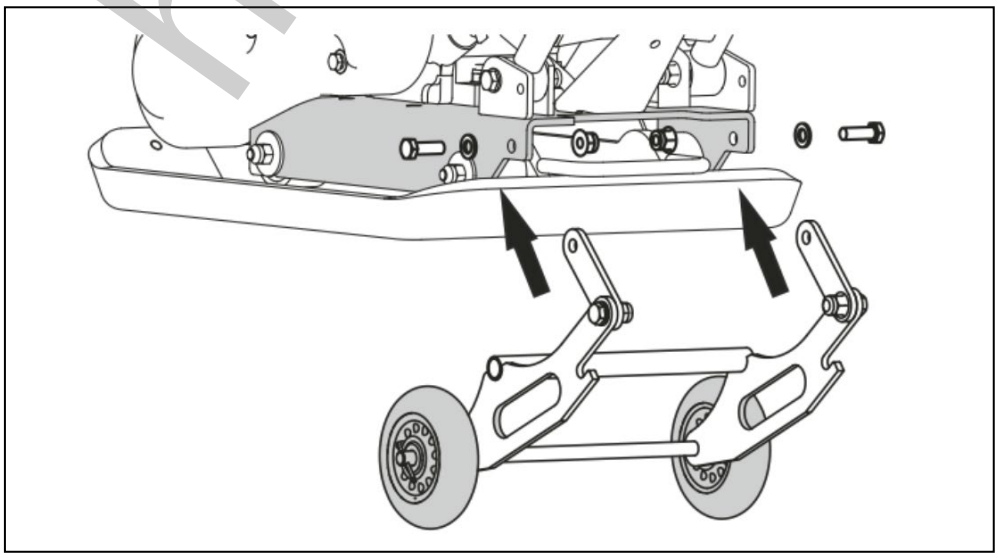

Рис. 5. Установка транспортной тележки.
4. Транспортировочная тележка предназначена для транспортирования виброплиты на короткие расстояния по твердой, гладкой и ровной поверхности. Для установки транспортировочной тележки необходимо совместить отверстия в соединительных пластинах тележки и раме виброплиты. Далее вставьте в отверстия болты и закрутите гайки (Рис. 5).